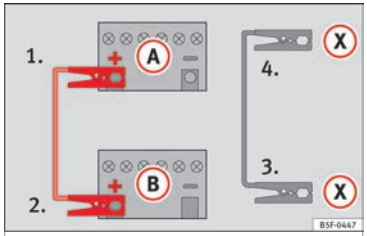

Fig. 80 Diagram of connections for vehicles with Start Stop system
4b. *For vehicles with Start-Stop system:* connect one end of the *black* jump lead (X) to a suitable ground terminal, to a solid piece of metal in the engine block, or to the engine block itself ››› **Fig. 80**. »
5. Connect the other end of the *black* jump lead (X) to a solid metal component bolted to the engine block or to the engine block itself of the vehicle with the flat battery. Do not connect it to a point near the battery (A).